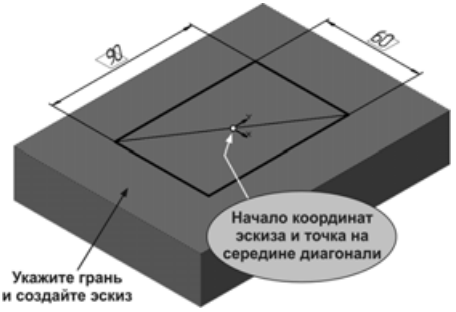

Рис. 5.20
- Создайте на верхней грани основания новый эскиз и повторите в нем построение контура бобышки (рис. 5.20). Установите размеры прямоугольника 90 по длине и 60 по ширине. Не забудьте, что сам прямоугольник должен быть начерчен стилем линии **Основная**, а вспомогательная диагональ — **Тонкая**.